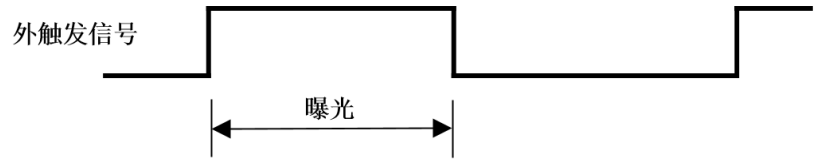

图 8-27 上升沿触发宽度曝光模式时序图
- 如果启用上升沿触发，曝光会在触发信号上升时开始，一直持续到触发信号下降结束，如图 8-27 所示